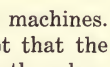

Fig. 100.
89. A Plain Butt Joint is used in cabinet, case, and box construction. It is easily made, consisting of an end and a face or edge of pieces joined with glue, nails or screws. See Fig. 100.